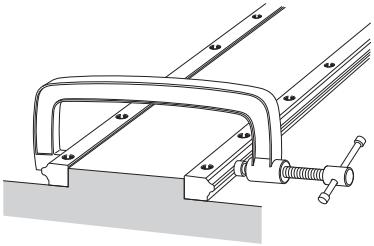

Fig.22
(2) Use a small vice to press the two LM rails to the base so that they closely contact the reference surface, then tighten the mounting bolts to the recommended torque (see B1-101). (Fig.22)
(3) Mount the LM blocks on the table, then install them onto the LM rails. Be sure the mounting bolts for the LM blocks are temporarily fastened.
(4) Tighten the clearance adjustment bolt alternately to adjust the clearance.